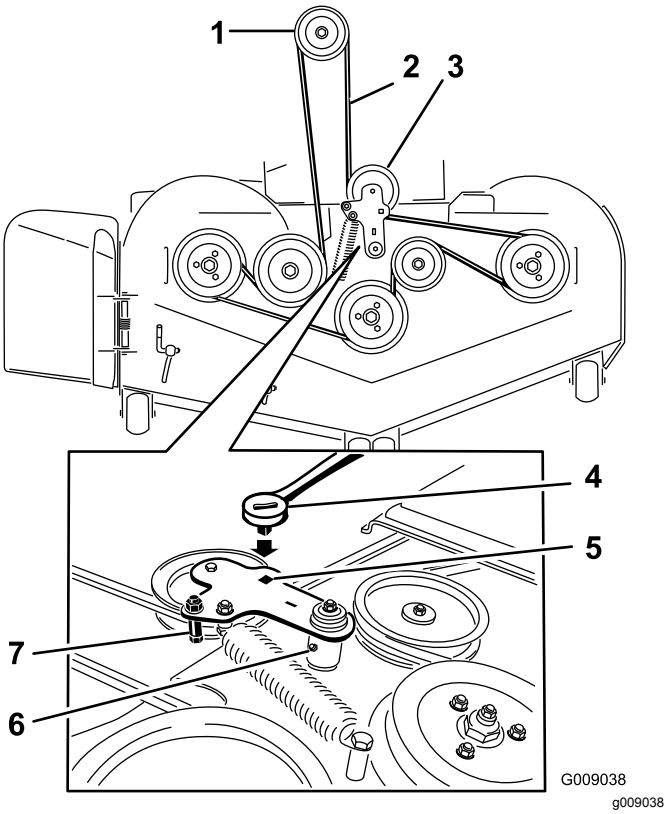

Figur 95
8. Bruk en skralle i det firkantede hullet i lederullarmen for å redusere spenningen på blindfjæren (Figur 95).
10. Monter den nye remmen rundt knivremskivene og clutchremskiven under motoren (Figur 95).
11. Roter og sikre at remføreren slår mot dreienavet (Figur 95).
12. Bruk skrallen i det firkantede hullet og monter remmen rundt den fjærbelastede lederullen (Figur 95). Plasser endene av fjæren i forankringssporene.